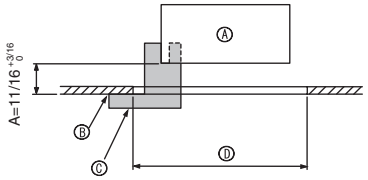

Fig. 9-2
①	Dimensiones de la rejilla	1	950 × 950 (mm), 37-3/8 × 37-3/8 pulgadas
②	Tornillo con arandela cautiva	4	M5 × 0,8 × 25
③	Plantilla	1	(Dividido en cuatro partes)
④	Remache	3
⑤	Tornillo	4	4 × 8
⑥	Tornillo	1	4 × 12
9.2. Preparación para conectar la rejilla (Fig. 9-2)
- Con la plantilla ③ que se suministra con este equipo, ajuste y compruebe la posición de la unidad en el techo. Si la unidad no está colocada en el techo de forma adecuada, podrían producirse escapes de aire o generarse una condensación.